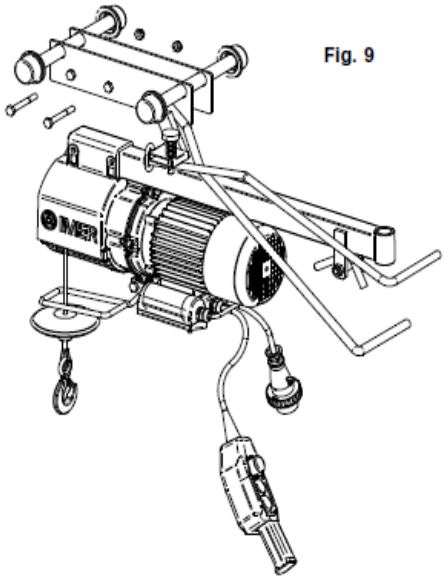

Fig. 9
8.1 ASAMBLAREA PISICII (FIG. 9).